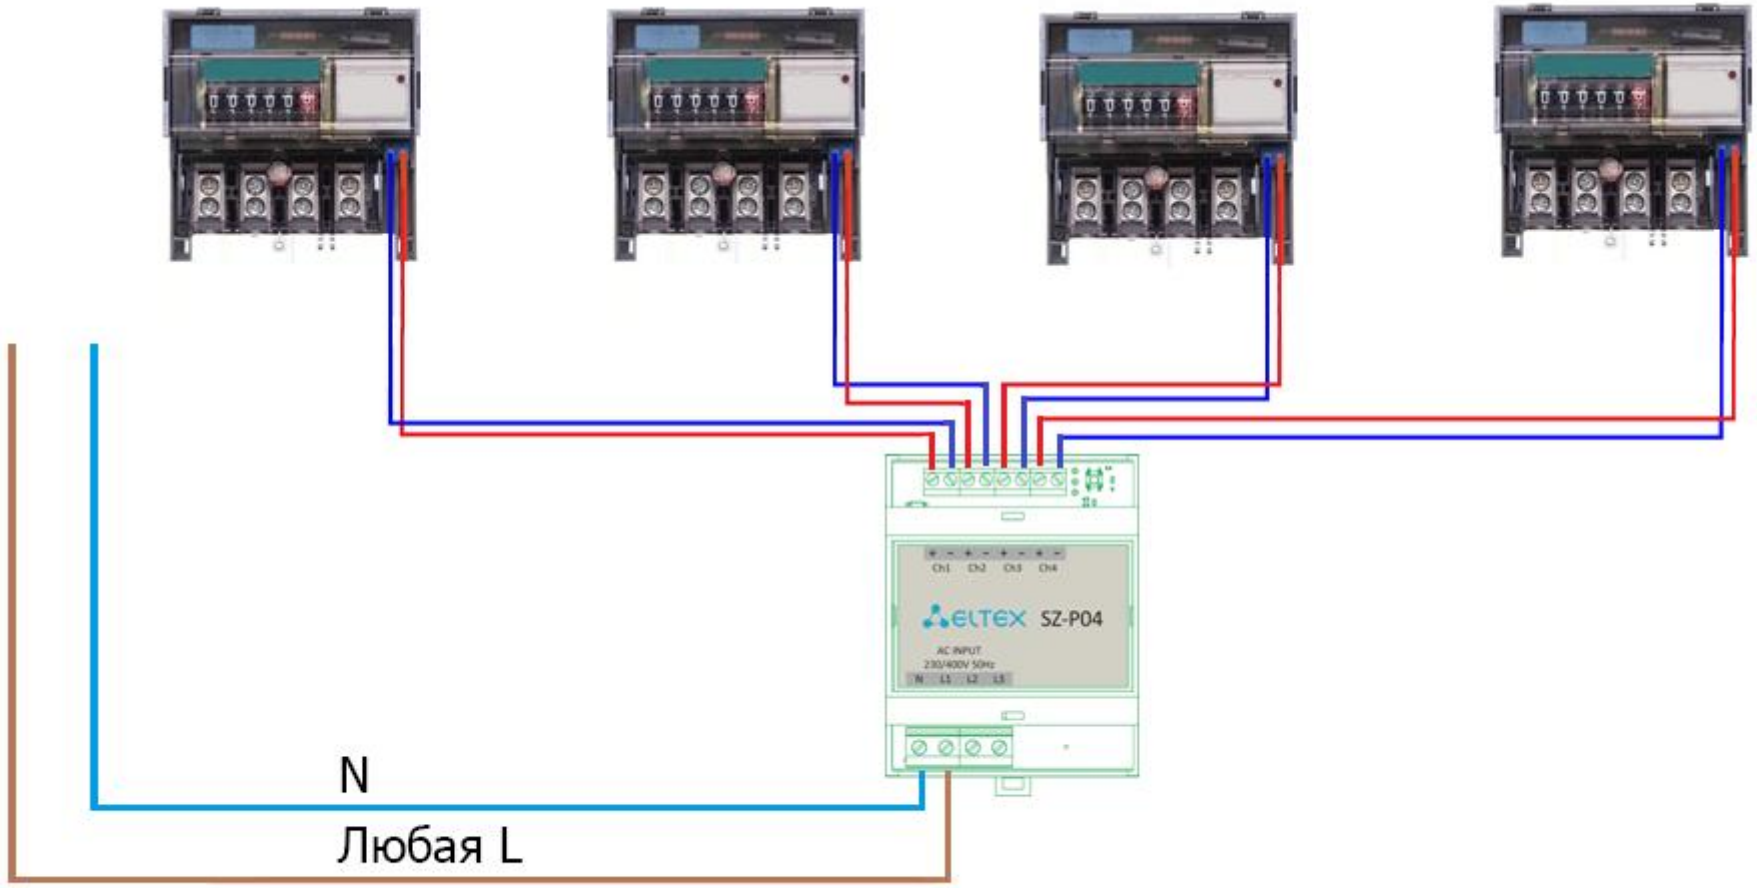

Рисунок 5 — Схема подключения к однофазной сети
4.1 Подключение к однофазной сети 220 В (рисунок 5). Подключите провода питания к колодкам N и L1. Соблюдать полярность подключения в таком случае необязательно.